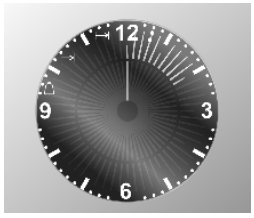

Fig. 2
- use the – / - keys to set the required time; the display will illuminate **one segment** for each minute set (**Fig. 2** shows a cooking time of 10 minutes).